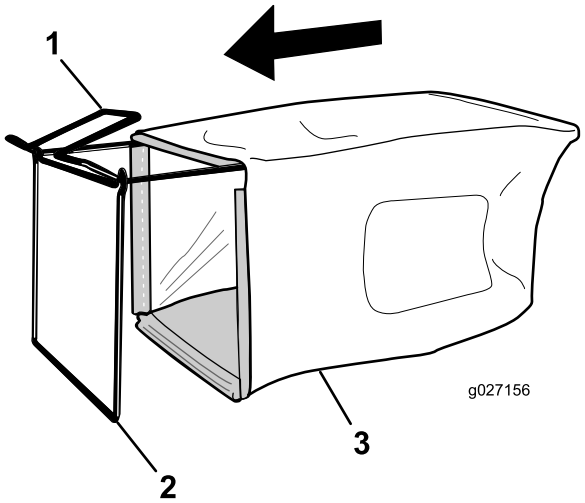

Figur 11
1. Sæt græsposen over stellet som vist i Figur 11.
Bemærk: Sæt ikke posen over håndtaget (Figur 11).